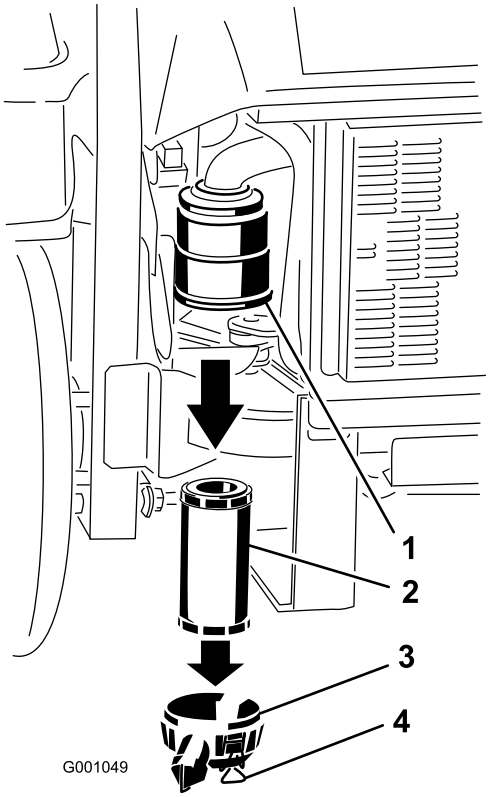

Figur 37
3. Åpne låsene på luftrenserdekslet og trekk luftrenserdekslet av luftrenserkroppen (Figur 37).
5. Skyv filteret forsiktig ut av luftrenserkroppen (Figur 37). Pass på at filteret ikke slår bort i luftrenserkroppen.